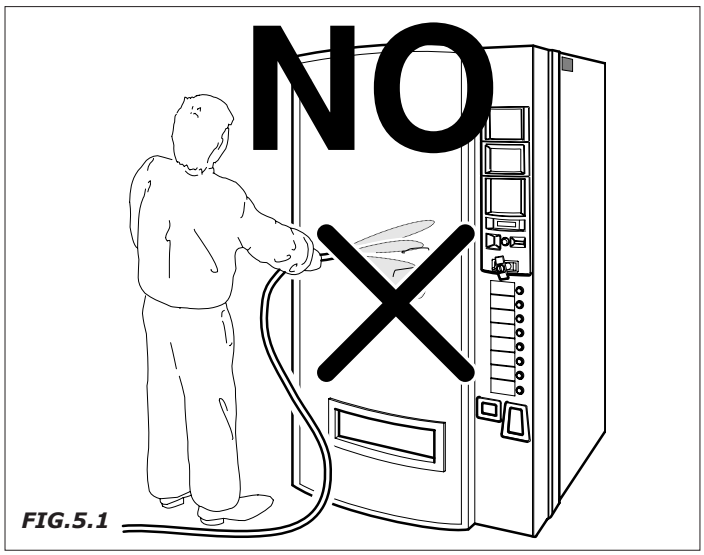

FIG.5.1
- **El expendedor automático debe ser colocado en lugares secos, con temperaturas que no desciendan de 1ºC. No puede instalarse en espacios en los que se utilicen chorros de agua para la limpieza (como por ejemplo en grandes cocinas, etc.). No utilizar el chorro de agua directamente sobre la máquina expendedora (Fig.5.1)**